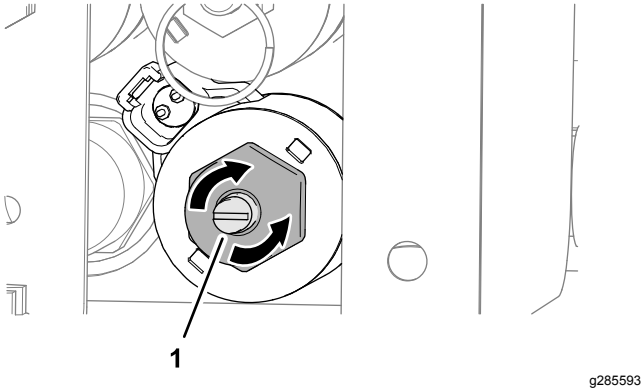

Figur 32
1. Vrid sexkantsskruven till säkerhetsventilen medurs för att öka golvhastigheten (Figur 32).